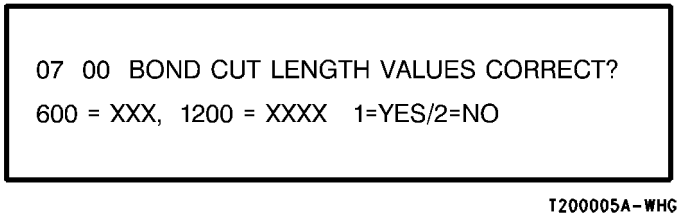

**Figure 4 Print Measurement**
8. ( Figure 4): Enter the measurement of the 1200 mm print and press the **Enter** button. The following message is displayed.